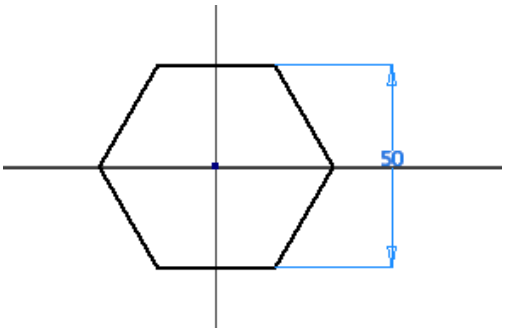

Figure 17-33 *Sketch for creating the Hexagonal shaft*
4. Create a hexagon on the XZ plane, as shown in Figure 17-33.